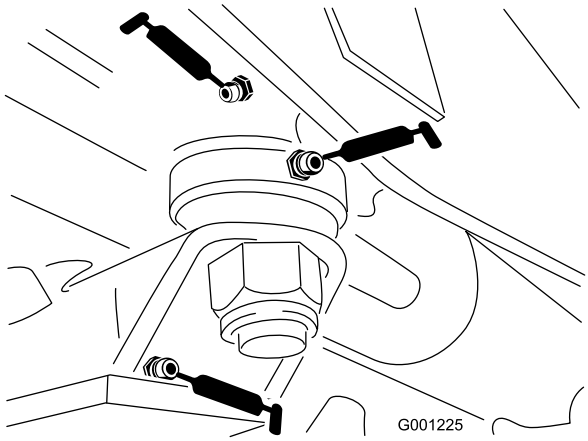

**Figuur 43**
- Lagerbussen van stuurplaat (Figuur 43)
- Lagerbus van draaipen (Figuur 43)